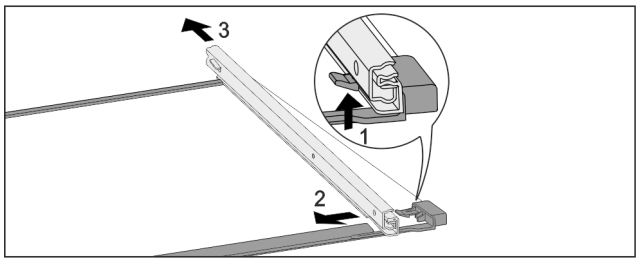

Fig. 253 Glass shelf with rails
- ▶ Push up front click-in hooks. *Fig. 253 (1)*
- ▶ Move the pull-out rails to the side *Fig. 253 (2)* and to the rear *Fig. 253 (3)*.